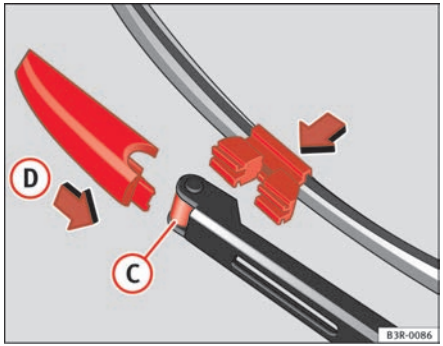

Fig. 178 Fitting the wiper blade
– Fit the new wiper blade into the mounting on the wiper arm ⇒ fig. 178 (C).
– Slide the retainer catch on the wiper blade in direction (D) so that it clicks into place on the wiper arm.